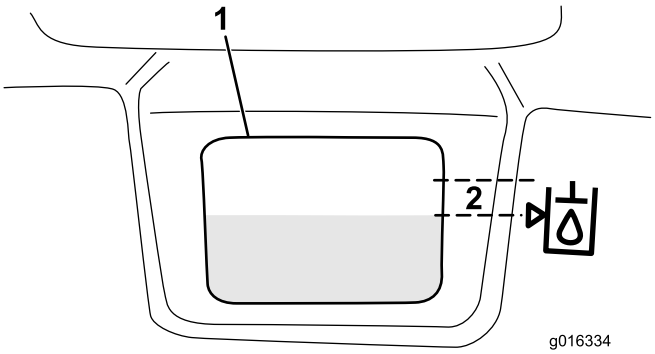

Figur 31
3. Fyld langsomt beholderen med den korrekte hydraulikvæske, til niveauet er ved, eller inden for 6 mm af pilen i symbolet ved siden af det hvide vindue foran på beholderen (Figur 31). Fyld ikke for meget på.